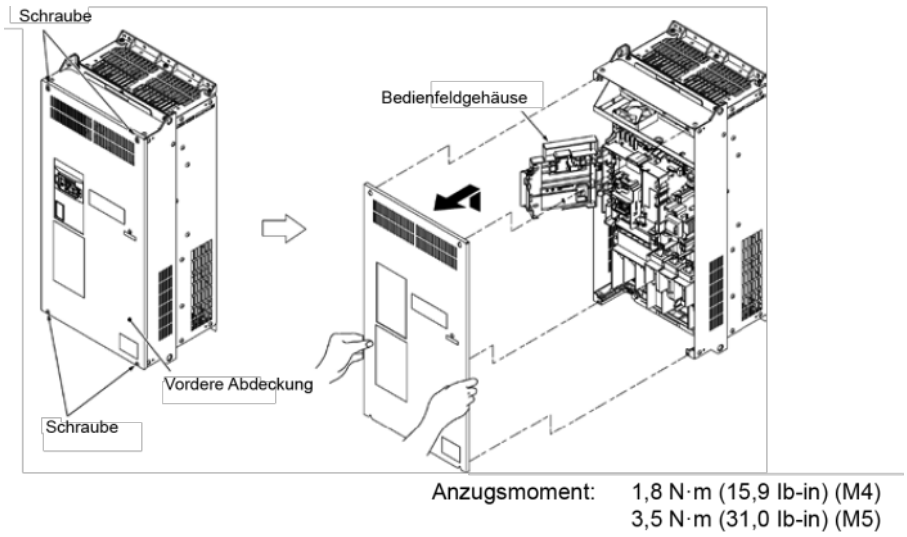

Abbildung 0-6 Entfernen der vorderen Abdeckung (für FRN0203E2■-4□)
2) Nach der Verlegung der Kabel richten Sie die Oberkante der vorderen Abdeckung an den Schraubenlöchern aus und befestigen die Abdeckung in der umgekehrten Reihenfolge der Schritte in Abbildung 0-6.